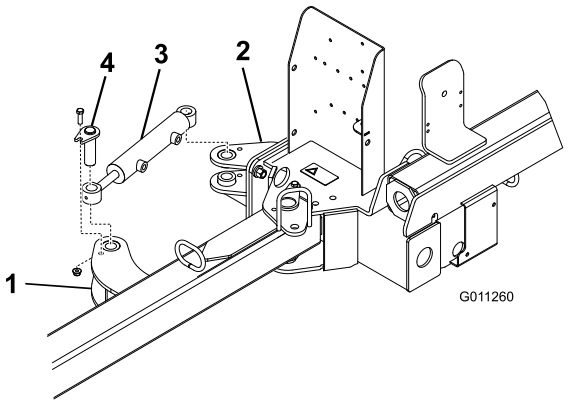

Figur 6
2. Fest hver ende av hydraulikksylinderen til en aktuatortapp med en boltenhet, en bolt på 3/8 x 1 1/4 tomme og en 3/8-tommes flensmutter Figur 6). Sørg for at stagenden (bruksenden) på sylinderen er festet til fremre aktuatortapp.